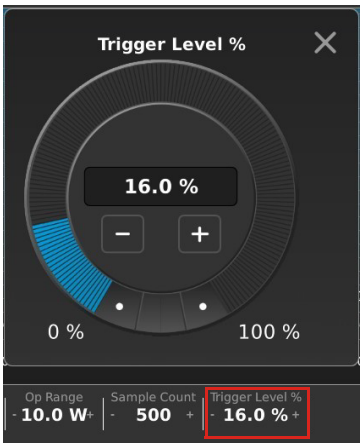

Figure 6-11. Trigger Level Percent Setting
a.) Press **Trigger Level%** in the bottom button bar. A dial displays to select the percentage. Refer to Figure 6-11.